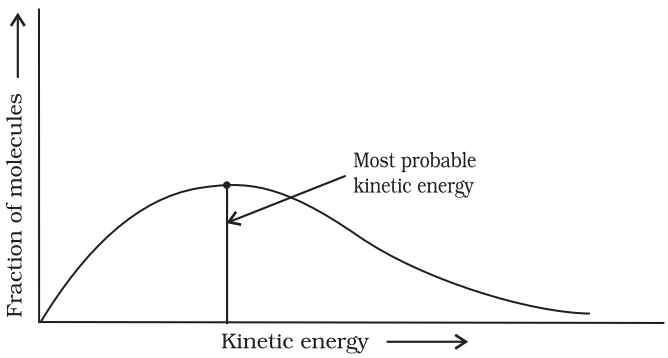

Fig. 4.8: *Distribution curve showing energies among gaseous molecules*
All the molecules in the reacting species do not have the same kinetic energy. Since it is difficult to predict the behaviour of any one molecule with precision, Ludwig Boltzmann and James Clark Maxwell used statistics to predict the behaviour of large number of molecules. According to them, the distribution of kinetic energy may be described by plotting the fraction of molecules (N_E/N_T) with a given kinetic energy (E) vs kinetic energy (Fig. 4.8). Here, N_E is the number of molecules with energy E and N_T is total number of molecules.